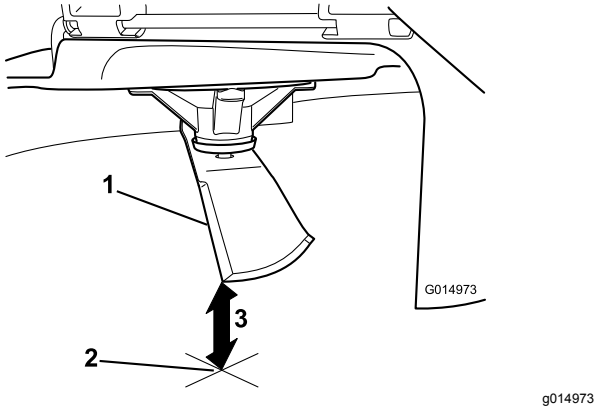

Figur 57
3. Mål fra knivtuppen til den flate overflaten (Figur 57).